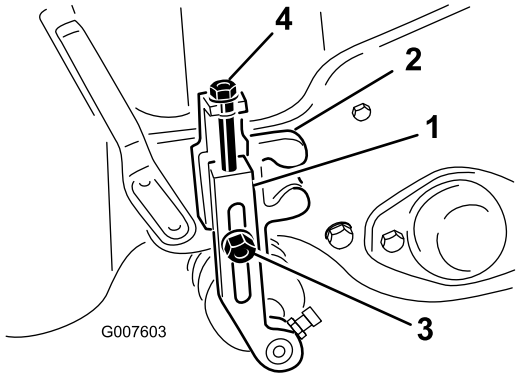

Figur 41
2. Løsn låsemøtrikkerne, som fastholder klippehøjdearmene på klippehøjdebeslagene (Figur 41).